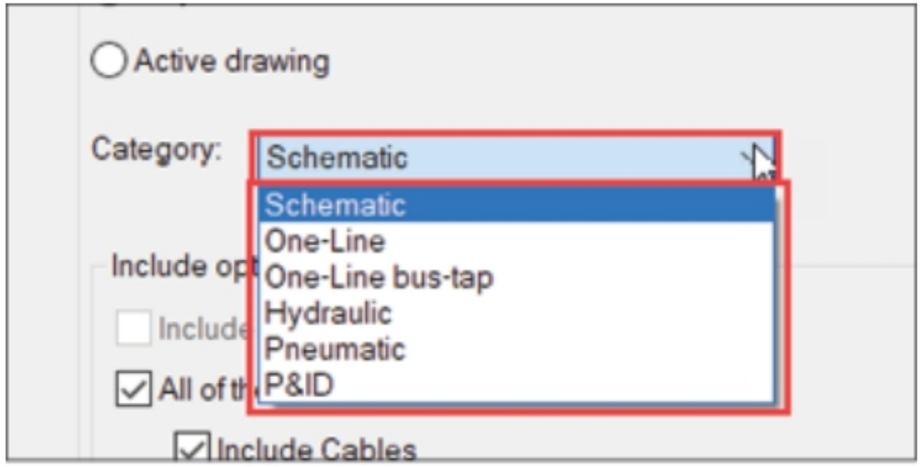

Figure-4. Category drop-down
- Click in the **Category** drop-down. The list of various options will be displayed; refer to Figure-4.